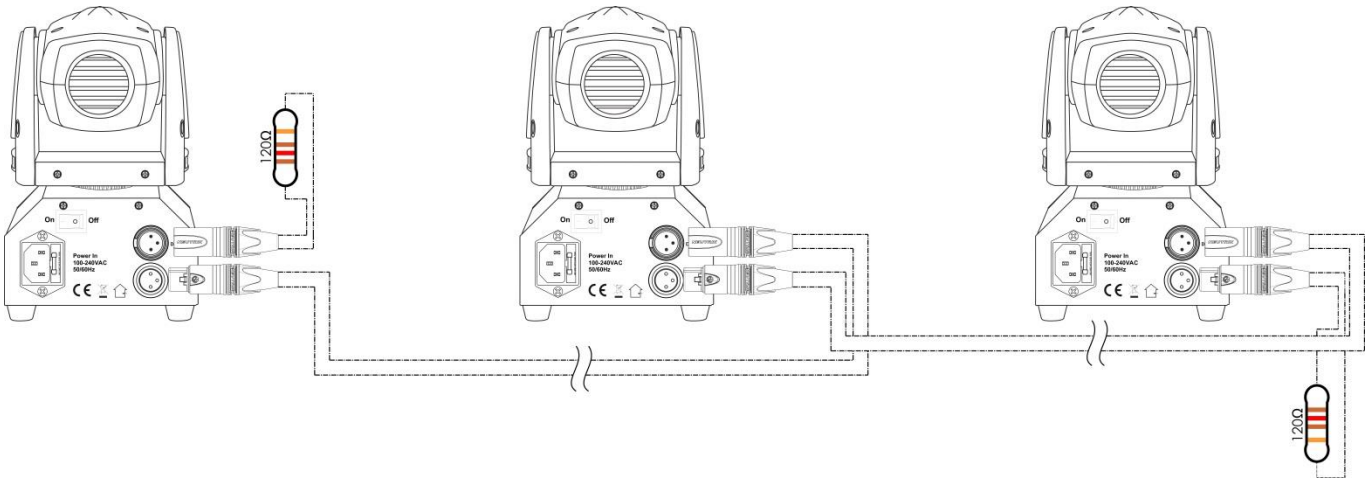

Fig. 03
05) Link the units as shown in (Fig.03). Connect a DMX signal cable from the first unit's DMX "out" socket to the second unit's "in" socket. Repeat this process to link the second, third, and fourth units. You can use the same functions on the master device as described on page 15 and 17 (Auto, manual or Sound). This means on the master device you can set your desired operation Mode and all slave devices will react the same as the master device.